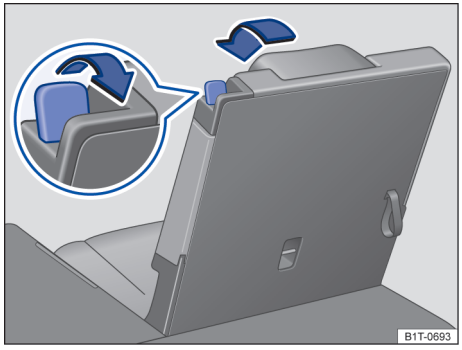

图 86 第三排座椅。将后座椅翻折为载货位置
– 将解锁拨杆→ 图 86 向后拉到底，即可解锁后座椅靠背。
– 靠背锁定后应看不见解锁拨杆→ 图 86 上的红色标记。
- 如果能看到解锁拨杆→ 图 86 上的红色标记表明后座椅靠背未正确卡止。务必检查，当后座椅靠背处于垂直位置时，是否绝对看不到此红色标记。